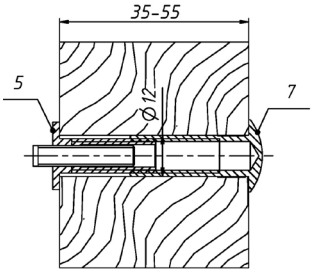

Рисунок 5
5.4 При монтаже якоря на полотне двери со сквозным отверстием применяется грибок (7) и болт грибка (5). Диаметр отверстия под грибок – 12 мм (рисунок 5).